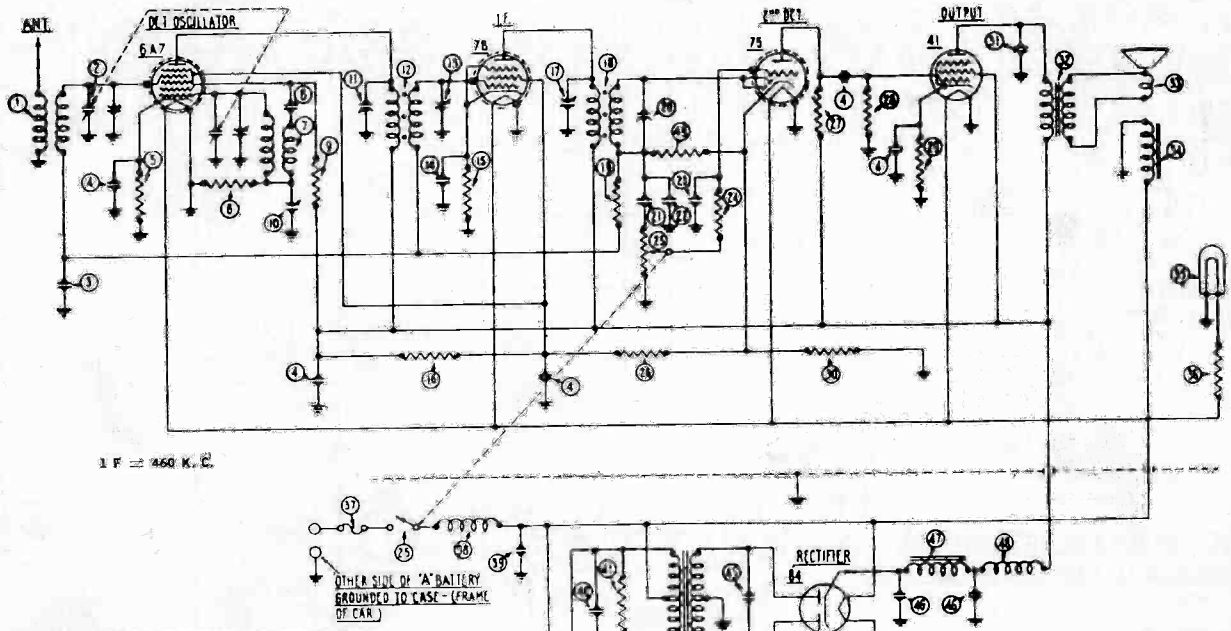

FIGURE 3
(4) on Figures 3 and 4
(18) on Figures 3 and 4